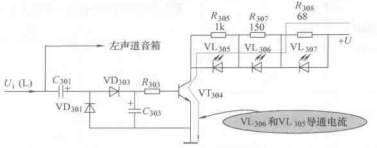

图 1-23　VL_{306} 和 VL_{305} 导通电流回路示意图
(3) U_i (L) 信号进一步增大时　VT_{304} 集电极电流增大，在 3 只集电极电阻上的压降也增大。当 R_{307} 上的压降大到 VL_{306} 的开启电压时，VL_{306} 也导通发光指示。图 1-23 所示是这一电流回路示意图。由于这一电流也流过了 VL_{305}，所以 VL_{305} 仍然导通而发光。